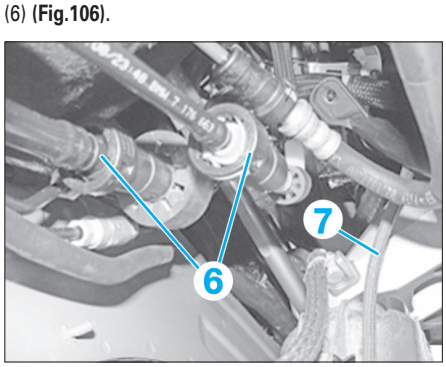

Fig. 106
• Retirer la plaque de protection (5)
• Déverrouiller et débrancher les conduites d'alimentation en carburant et de retour de carburant (6) **(Fig.106)**.